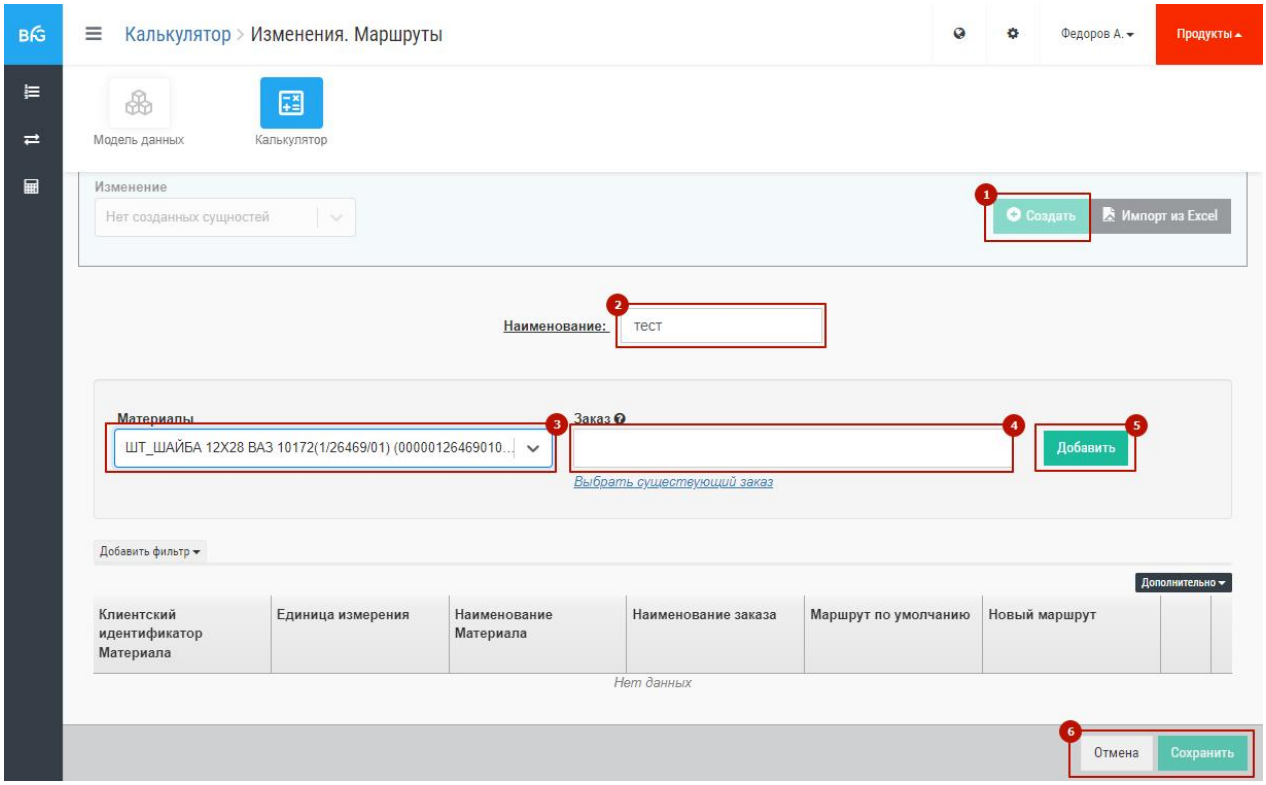

Рис. 58 – Создание изменения по маршрутам
- нажать кнопку «Создать» (1 на Рис. 58);
- заполнить поля «Наименование изменения», «Материал», «Заказ» и нажать кнопку «Добавить» (2 + 3 + 4 + 5 на Рис. 58). Выбор заказа позволяет использовать изменение только для определенного плана. Можно оставить это поле пустым и тогда изменение будет применяться ко всем заказам всех планов;
- Повторяя предыдущие шаги создать необходимое количество строк и для завершения создания изменения нажать кнопку «Сохранить» для сохранения или «Отмена» для отмены ввода всех строк изменения (6 на Рис. 58).